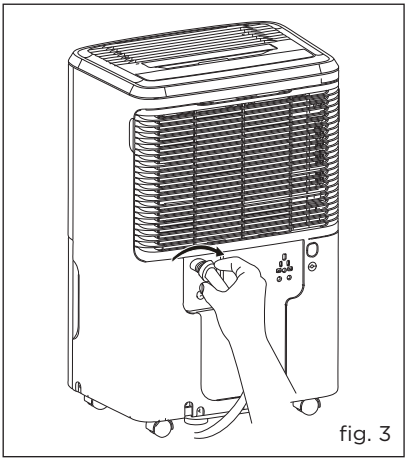

fig. 3
d. Vissez le tuyau de jardin à la portion filetée du connecteur de purge. (fig. 3)